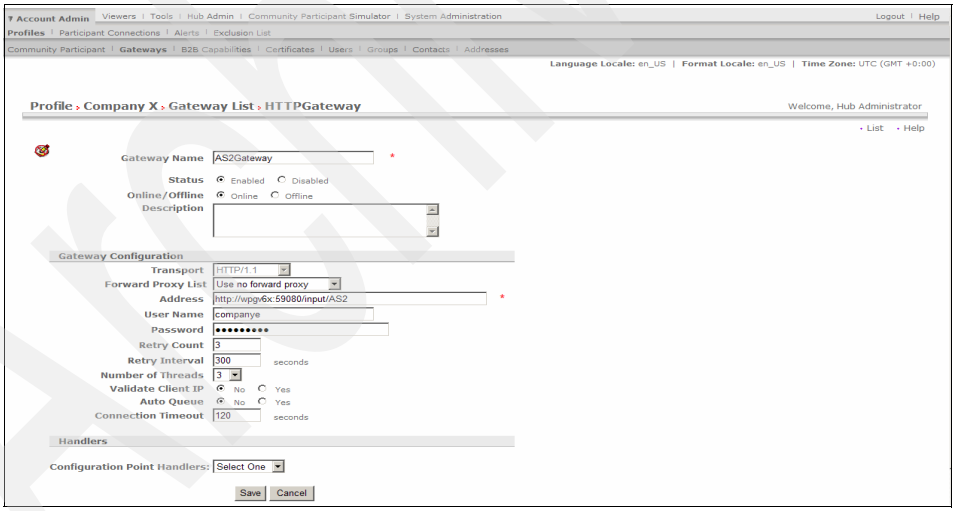

Figure 10-15 Creating a new gateway AS2Gateway
6. Use the values in Table 10-4 on page 298 to complete the form in the Gateway List window (Figure 10-15 on page 298).